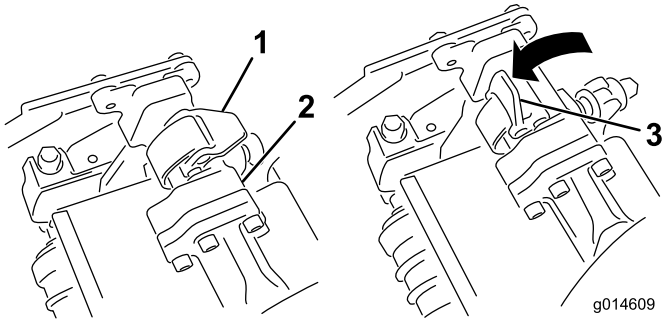
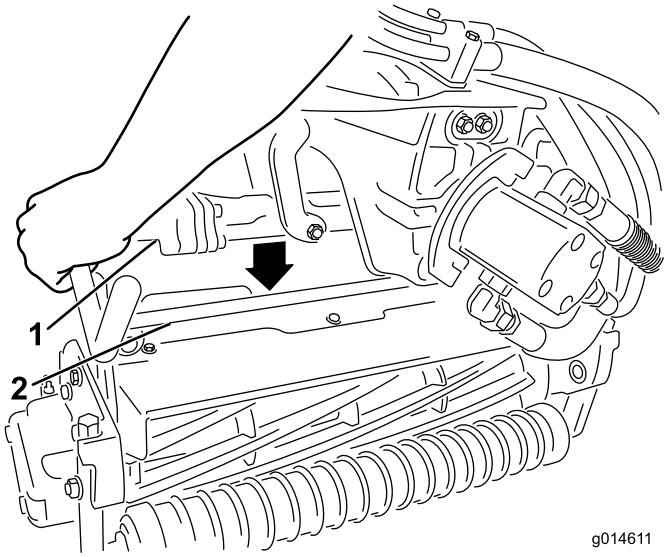

**Figur 12**
**Figur 13**
9. Åpne låsene på hjulopphengsarmbøylen slik at de peker opp (dvs. at de er åpne)(Figur 12, og trykk hjulopphengsarmen ned så bøylen ligger over klippeenheten (Figur 13).
10. Skyv låsene ned og rundt klippeenhetsbøylen og lås dem slik at de sitter på plass(Figur 12).